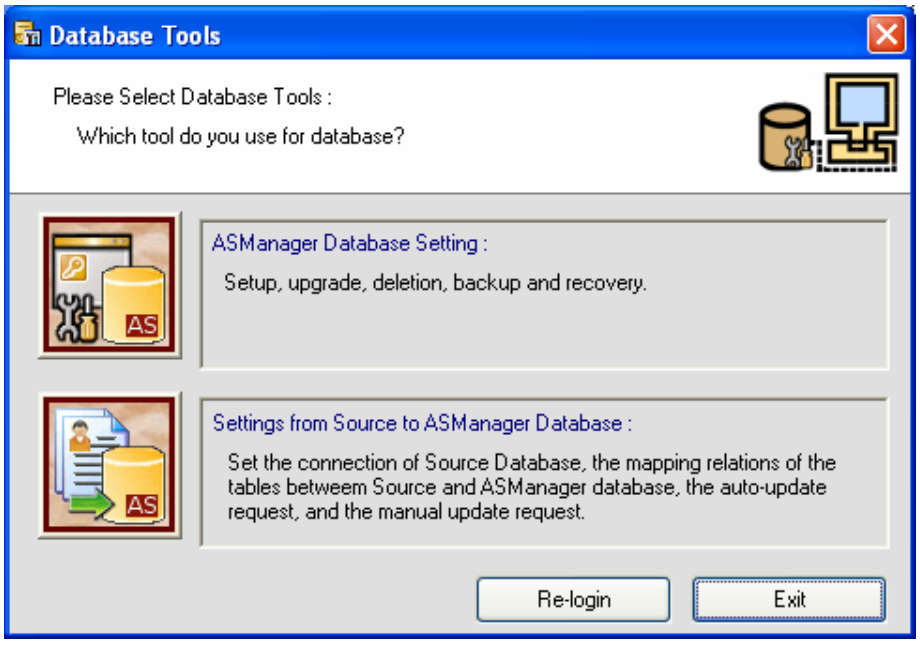

Figure 15-1
1. Click the **ASManager Database Setting** button on the Database Tools dialog box (Figure 15-1).
You can upgrade, delete, back up and remove the database of GV-ASManager. Click **ASManager Database Setting** button on the Database Tools dialog box (Figure 15-1) to display the following dialog box and have further settings.
The Source Database function can convert **OLE DB** and **Active Directory** database into GV-ASManager (Access or SQL Server) database. Click the **Setting from Source to ASManager Database** button on the Database Tools dialog box (Figure 15-1). This dialog box appears.